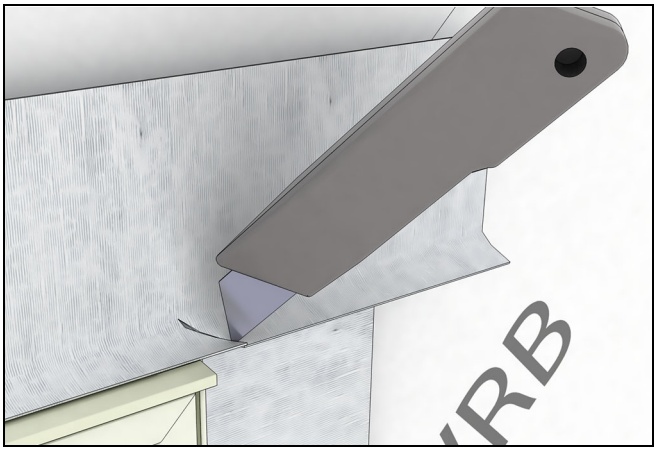
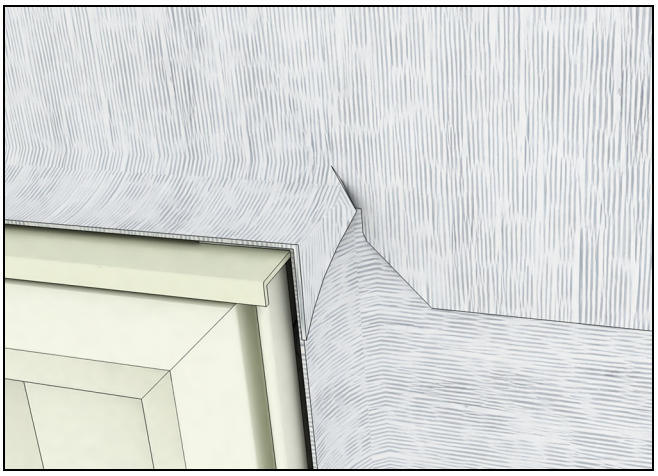

Figure 53
Figure 54
7. Install another layer of adhesive membrane lapping onto the rigid head flash of the window and over the sheathing. The membrane flashing at the head jamb should extend and cover the flashing previously installed at the jambs. Make relief cuts and fold down so the that it wraps around the jamb. See Figure 53 and Figure 54.